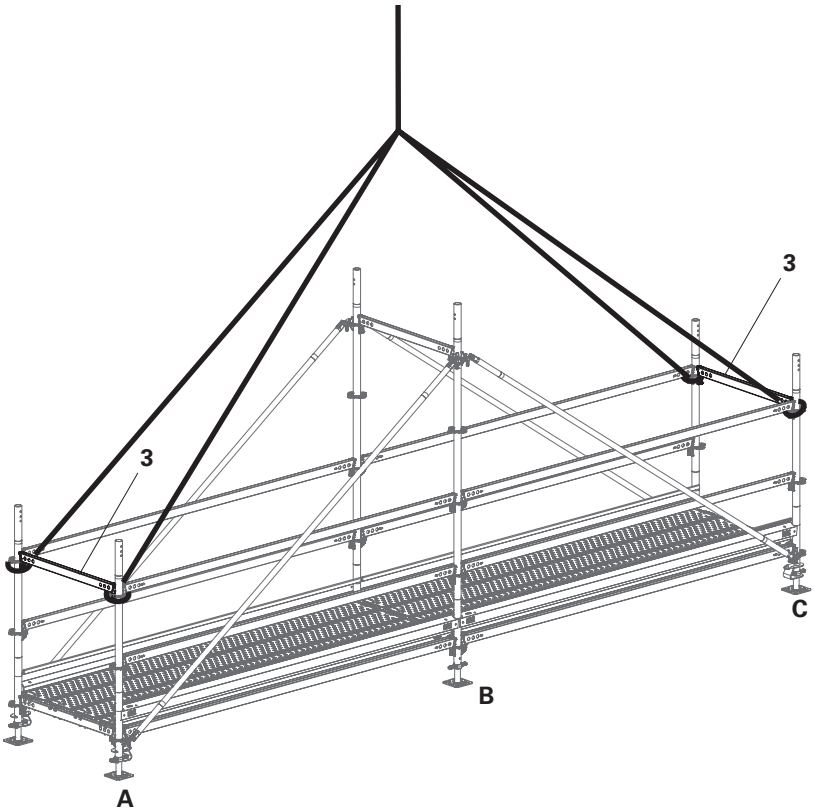

Fig. A2.01
2. Attach with textile lifting gear, e.g. round sling, beneath the uppermost rosettes of the edge frame columns **(A + C**). (Fig. A2.01)